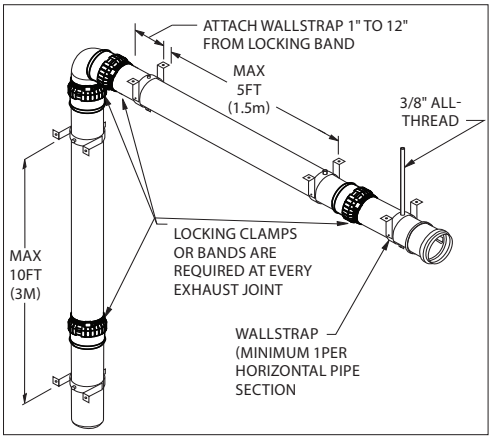

Figure 8
4. Every horizontal vent run must be supported. ***(Fig.8)***
6. Vertical pipe lengths must be supported every 10 feet (3 meters) or less. Horizontal pipe lengths must be supported every 5 feet (1.5 meters) or less. ***(Fig.8)***
7. Elbows and Tees are sufficiently supported by attaching a wall support within 1" to 12" of the pipe joint holding the Elbow or Tee. (***Fig.8)***